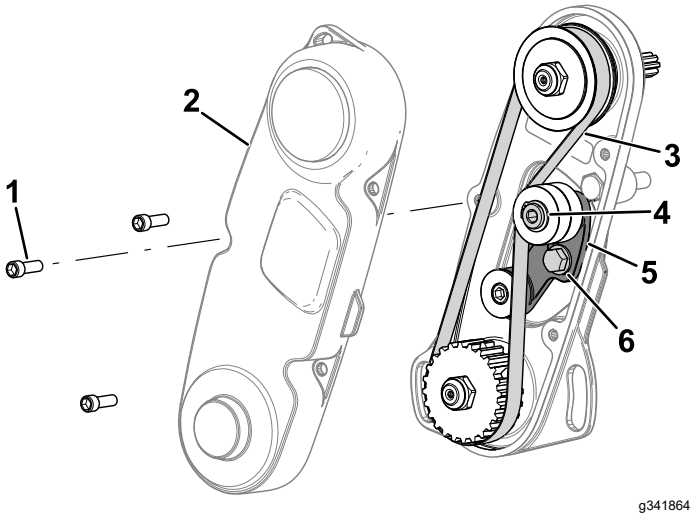

Rysunek 4
C. Zdejmij pokrywę paska, aby uzyskać do niego dostęp (Rysunek 4).
D. Poluzuj śrubę ramienia koła pasowego luźnego i obróć ramię koła pasowego luźnego (Rysunek 4), aby poluzować pasek.
E. Zdemontuj pasek (pokazany na Rysunek 4).
G. Załóż pasek i naciągnij go, dokręcając imbus ramienia koła pasowego luźnego z momentem od 6 do 7 N·m, jak pokazano na Rysunek 4.